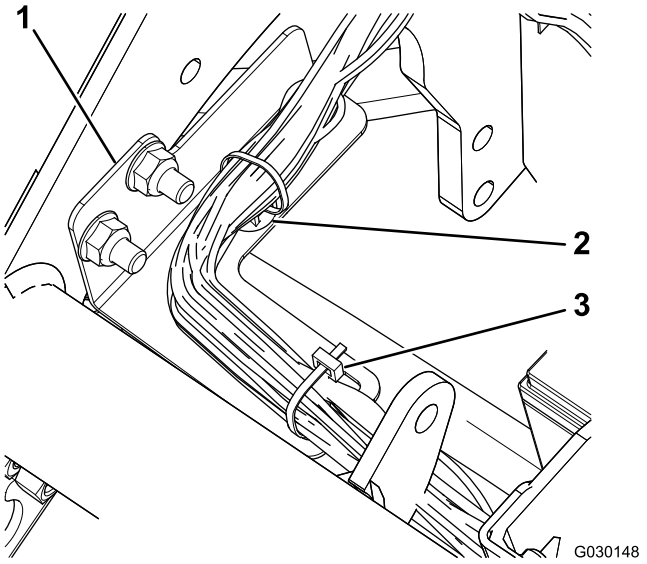

Figura 5
7. Fissate il cablaggio alla staffa del cablaggio con una fascetta e una fascetta per cavi (Figura 5).